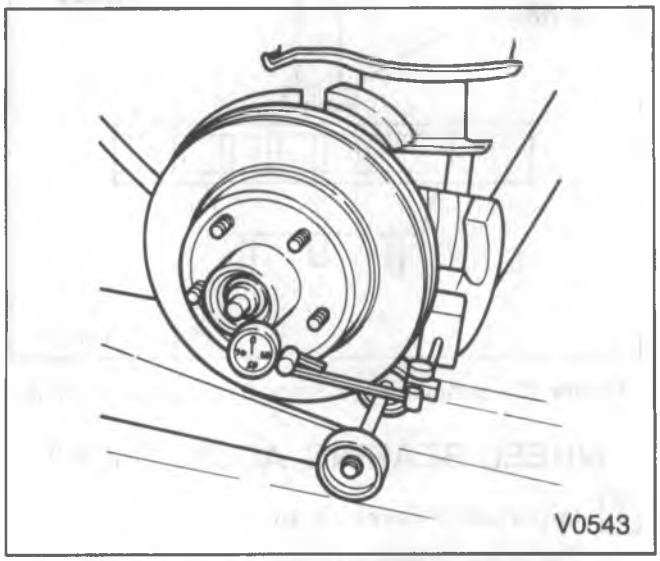

Figure 16 – Measuring Hub/Rotor End Play
- Endplay in the hub/rotor assembly (81). See figure 16.
7. Install the dust cap (79) on the hub/rotor (81).